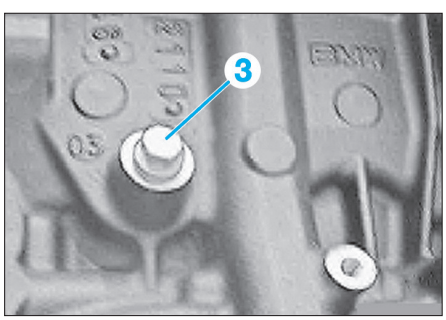

Fig. 42
• Dévisser le bouchon de vidange (3) sur le bloc-moteur **(Fig.42)**.